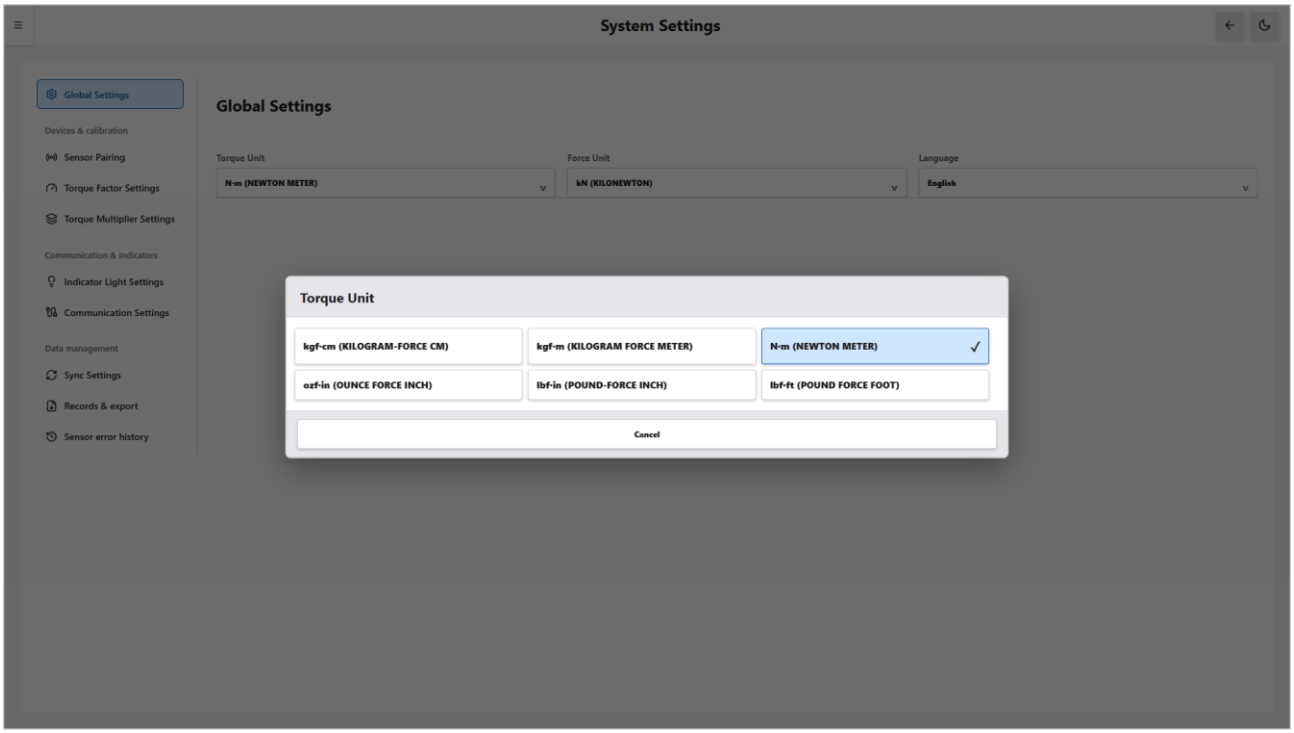

Figure 12-2 Torque unit selection window
2. Click the “Torque Unit” selection field. The window in Figure 12-2 appears, with the current unit checked.